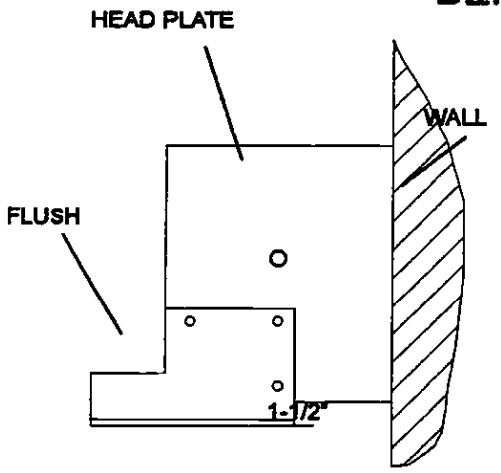

FIGURE 11
NOTE: For new installations, the headplate should have stud bolts welded in the plate for faster installation. If bolts are not present, the mounting bracket may be welded to the headplate after it has been clamped to the headplate according to the dimensions shown in Figure 11.
- If welding is required, see Figure 11 and the NOTE alongside.